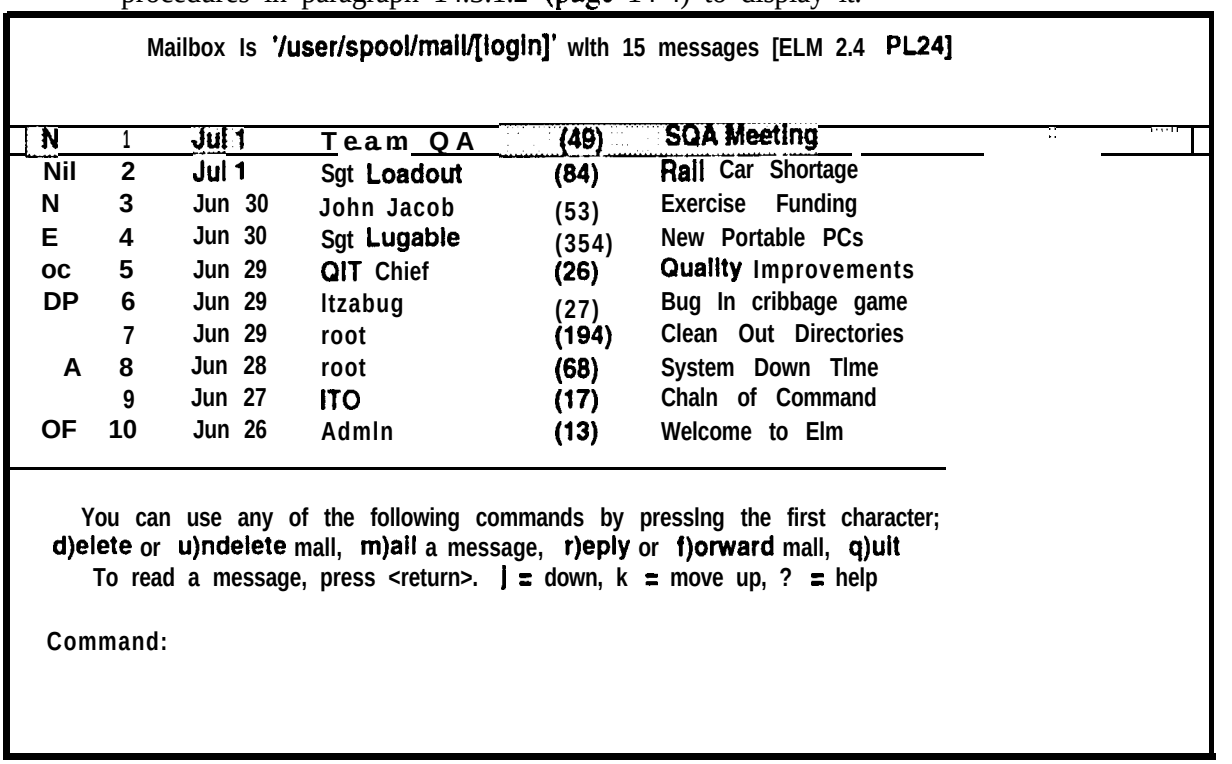

Figure 14-5. Main Elm Screen with a List of Messages in Your Mailbox
a. To begin this process, the main Elm screen should be displayed as shown in Figure 14-5. The cursor should be at the Command: prompt. If this is not the case, use the procedures in paragraph 14.3.1.2 (page 14-4) to display it.